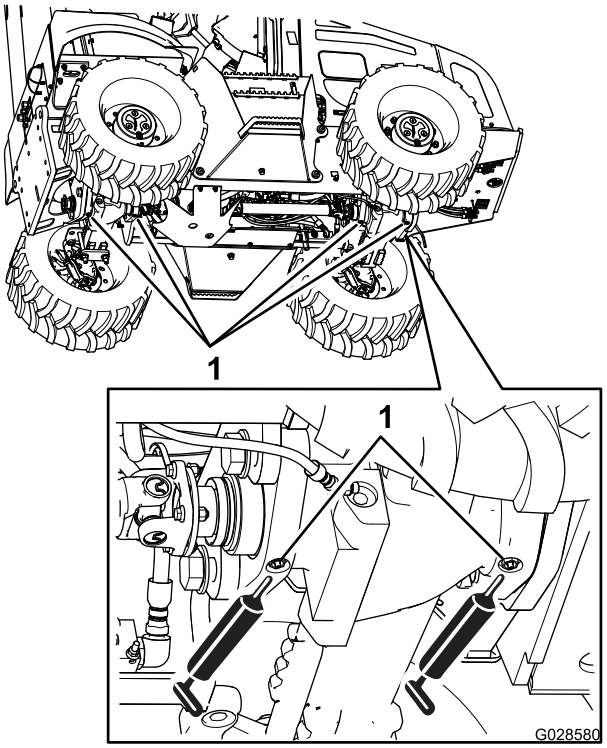

Rysunek 56
3. Podłącz smarownicę do smarowniczek przegubów przedniej i tylnej osi i wprowadź 2–3 pompy smaru do każdej smarowniczki (Rysunek 56).